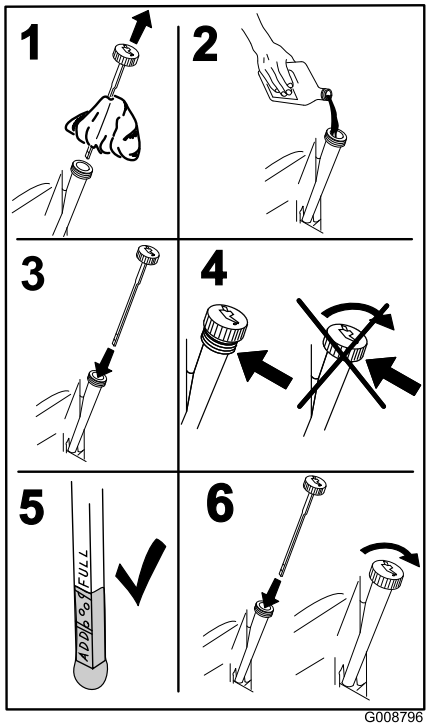

Figura 46
4. Versate lentamente circa l'80% dell'olio indicato nel tubo di rifornimento e sempre con cautela rabboccate l'olio necessario per portarlo alla tacca di **Pieno** (Figura 46).